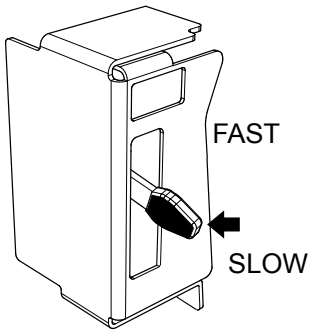

Figure 15. Throttle Lever (Midway Position)
4. Move the throttle lever halfway between the **FAST** and **SLOW** position (Figure 15) for starting.
2. Place the engine's throttle lever (Figure 15) in the ***slow*** (idle) position.
3. Place the engine's throttle control (Figure 15) in the **SLOW** (idle) position.